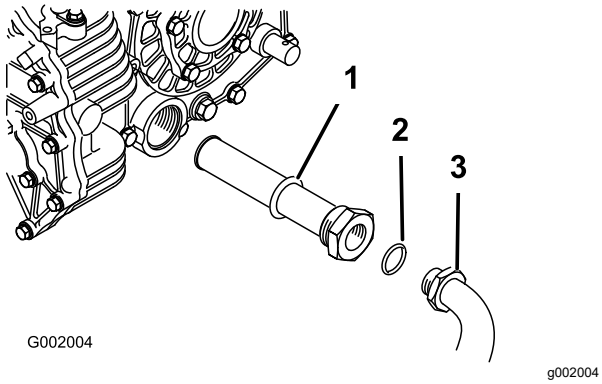

Figuur 57
5. Verwijder de hydraulische slang en de 90° fitting (Figuur 57).